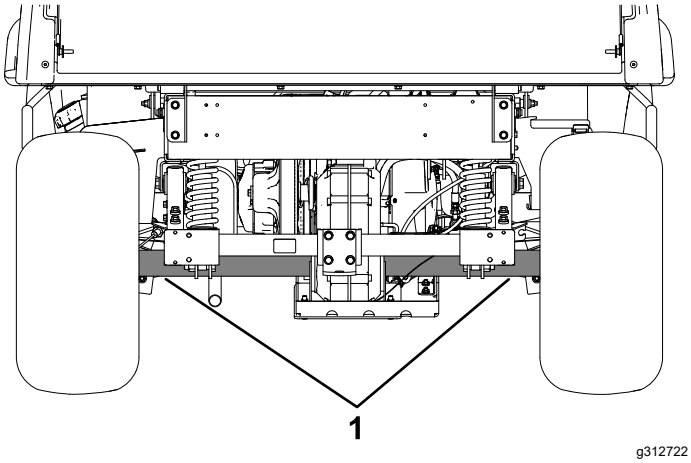

Figura 20
- El punto de elevación de la parte trasera de la máquina está debajo de los tubos del eje (Figura 20).